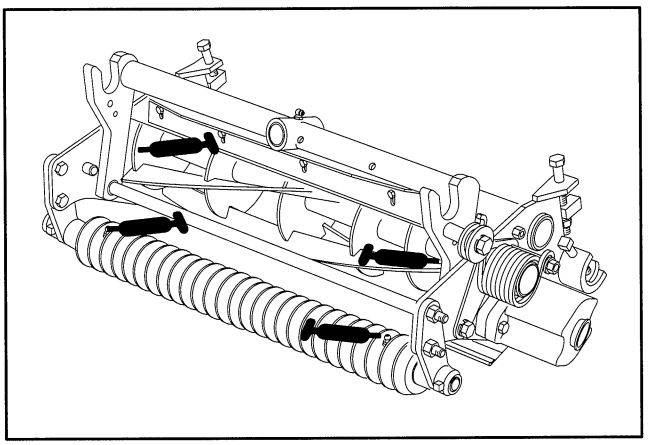

Figure 8
There are six (6) grease fittings on each cutting unit (Fig. 8), which must be lubricated using a No. 2 multi–purpose lithium base grease. A hand operated grease gun is recommended for best results.